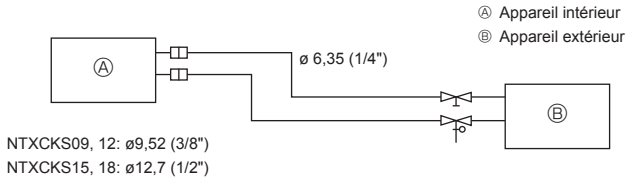

Fig. 5-1
5.2. Tuyaux de réfrigérant (Fig. 5-1)